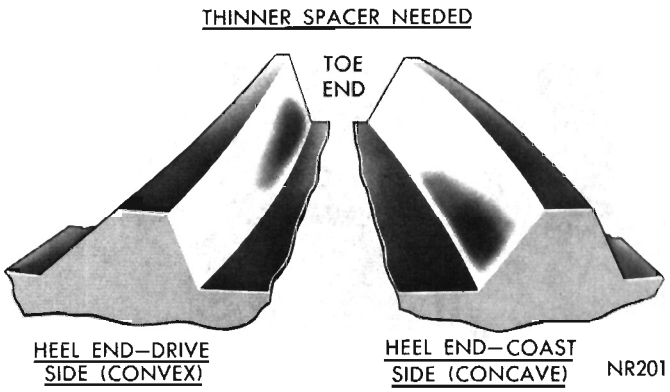
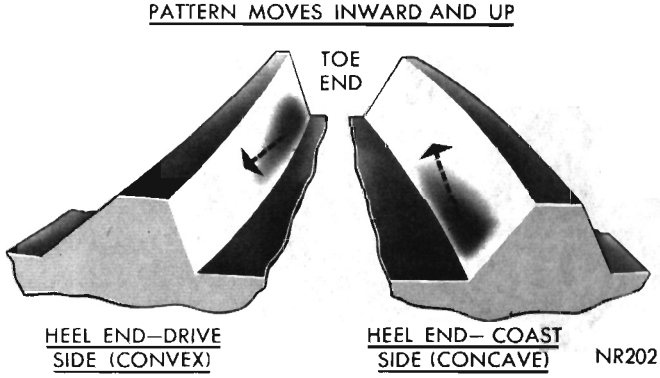

Fig. 37—Incorrect Tooth Contact Pattern (Decrease Spacer Thickness)
Fig. 38—Effect on Tooth Contact Pattern as Spacer Thickness is Decreased
(4) If after observing the contact pattern and you find it resembles that in (Fig. 37), the drive pinion is too close to the ring gear, the pattern will appear low on the toe on drive side and low heel contact on coast side. To correct this type tooth contact pattern, decrease the thickness of the rear pinion bearing mounting spacer (Fig. 38), which will cause the low toe contact on drive side to raise and move toward the heel; low heel contact on coast side will raise and move toward the toe.